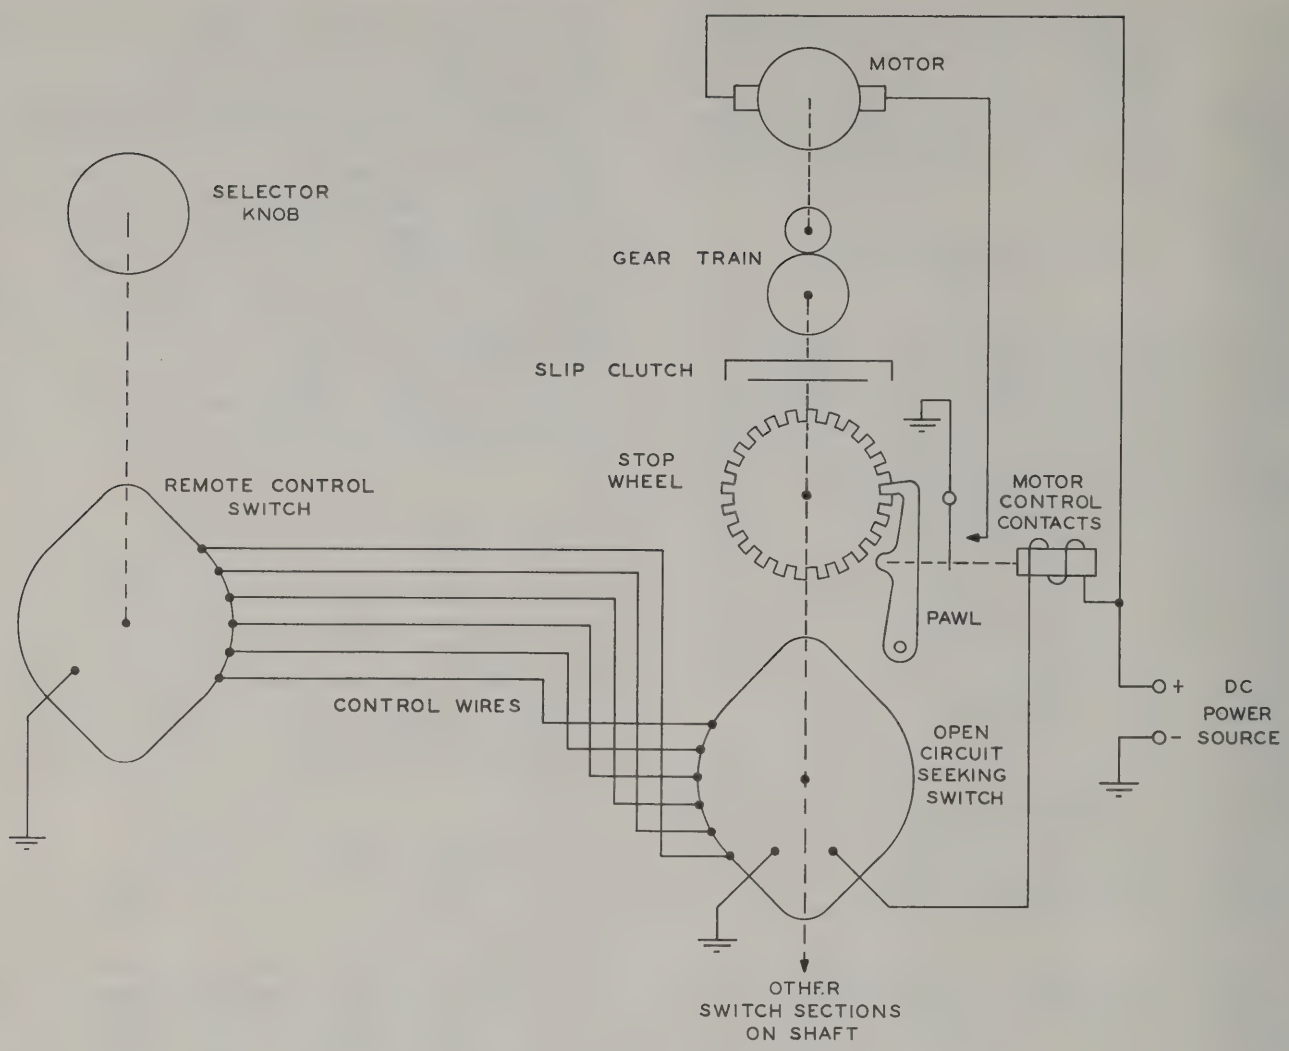

Figure 4-8. Autopositioner Basic Elements
4.2.1.1 AUTOPOSITIONER SYSTEM BASIC ELEMENTS. An Autopositioner is a motor driven rotary positioning mechanism providing automatic selection of any one of a given number of positions, each position being a fixed function of the switch combinations of the system. The basic elements of the Autopositioner, as shown in figure 4-8, consist of a motor and its gear reduction train, a slip clutch driving a rotary shaft to which is fastened a notched